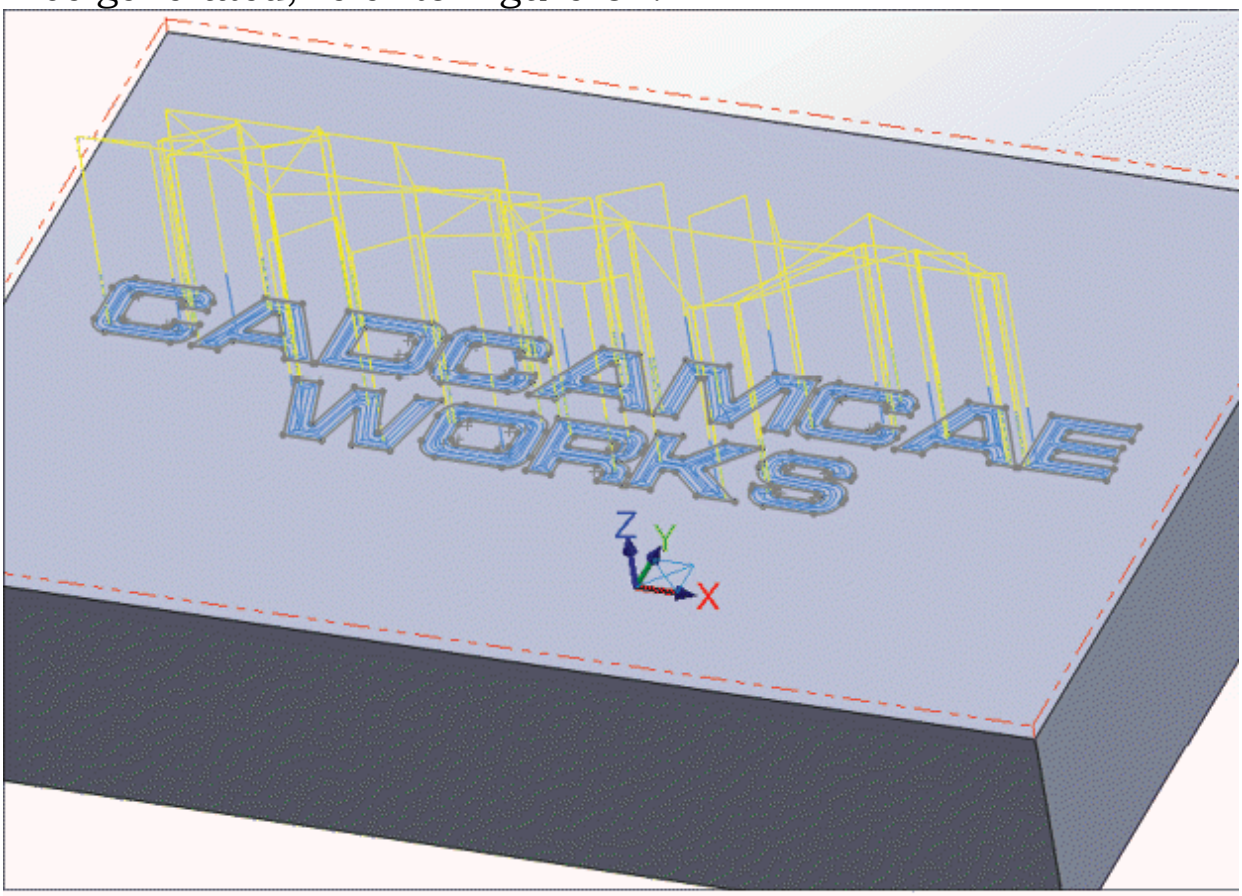

Figure-67. Toolpath for engraving
- Click on the **OK** button from the dialog box. The toolpath will be generated; refer to Figure-67.